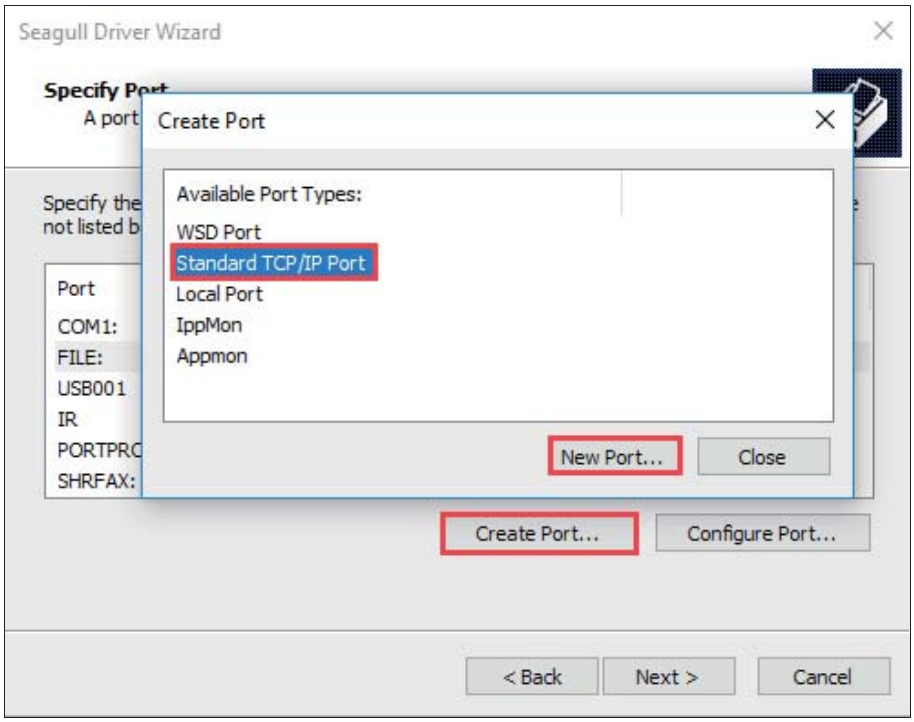

Figure 2-37 Create Port
5. On the "Specify Port" screen, click "Create Port…" to bring up "Create Port" dialog box, select "Standard TCP/IP Port" - "New Port…", as shown in Figure 2-37.